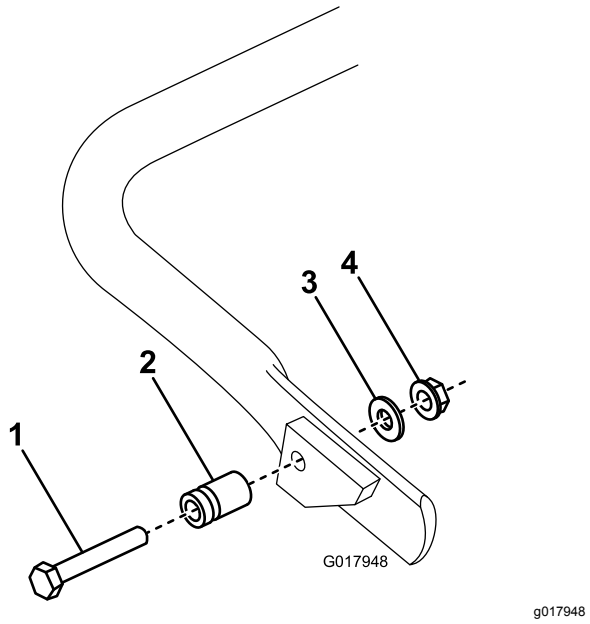

Figur 7
1. **Endast på modell 04056**: Anslut fjädertappen på den högra sidan av stödet (Figur 7) med den skruv, bricka och flänsmutter som medföljde.